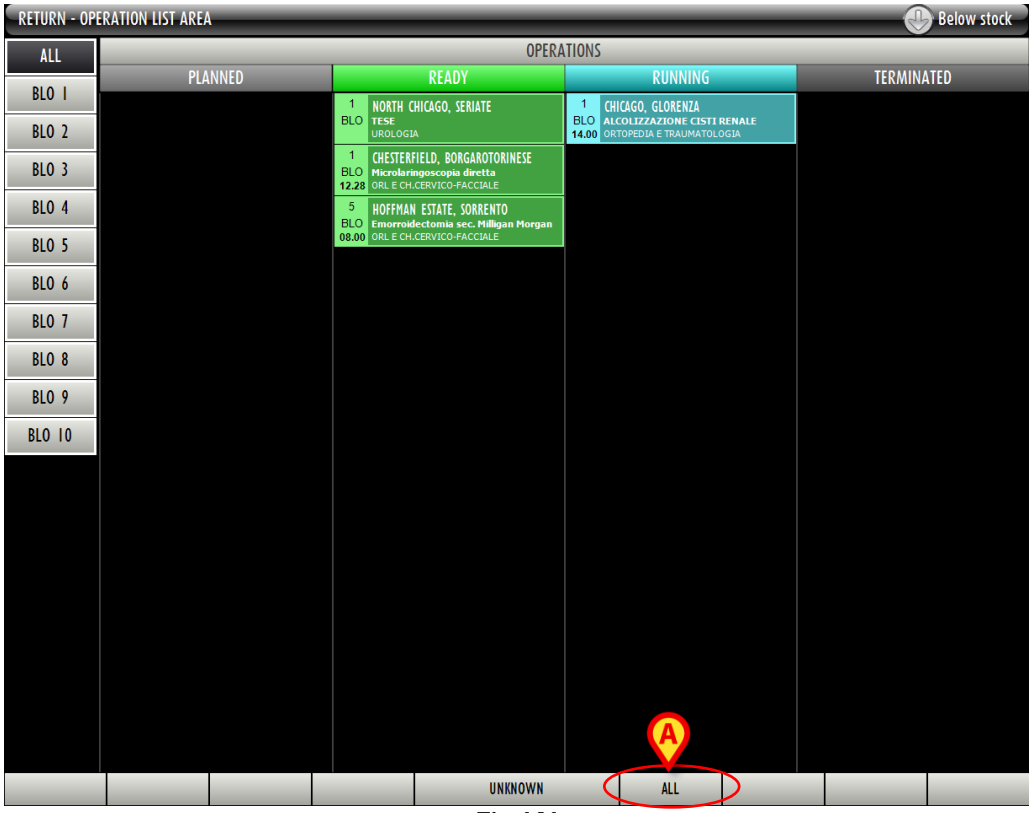

Fig 141
The **All** button on the command bar (Fig 141 **A**) displays the list of all the resources picked in a selected period. All the pickings are displayed: those associated to the operations, those associated to the cost centers, those associated to any other configured relevant entity.
- Click the **All** button on the command bar (Fig 141 **A**).